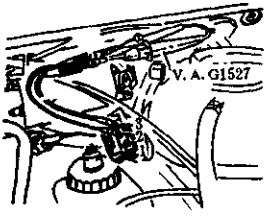

图 3—14
②接通点火，按图 3—16 所示，用一根跨接线把霍尔传感器导线连接器的中心针脚瞬间接地，这时跨接最小能测到 2V 的电压并随之降为 0V；
③如果电压不为 2V 并随之降为 0V，则说明不是电源级存有故障，就是 Motronic 燃油喷射系统的控制单元存有故障。